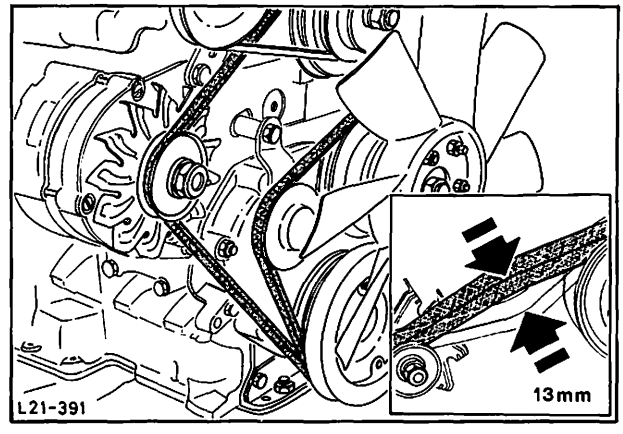

Abb. 97 Keilriemen – Lichtmaschine und Lüfter spannen
10. Keilriemen – Lichtmaschine auflegen und spannen. Spannrolle – Keilriemen – Lüfter anschrauben, Keilriemen anbringen und spannen, Abb. 97.